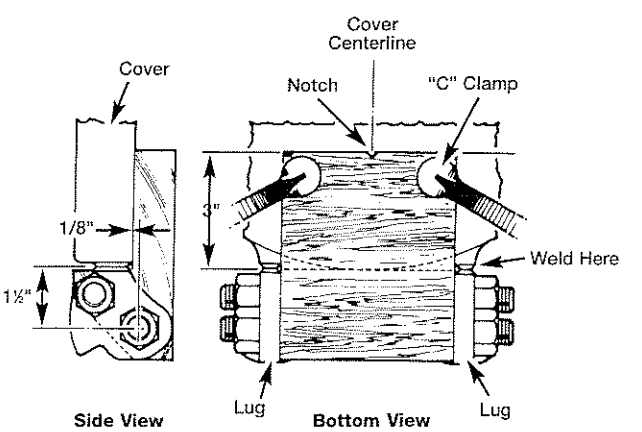

Figure 15: Lug-Block Assembly Clamped on Cover
3. Position lug-block assembly on cover (see Figure 15). Notch in block should line up with center line of cover, and front edge of block should lie on perpendicular line drawn in step 1. Grind lugs to fit, if necessary.
4. Secure lug-block assembly in place with two C-clamps as shown in Figure 15.